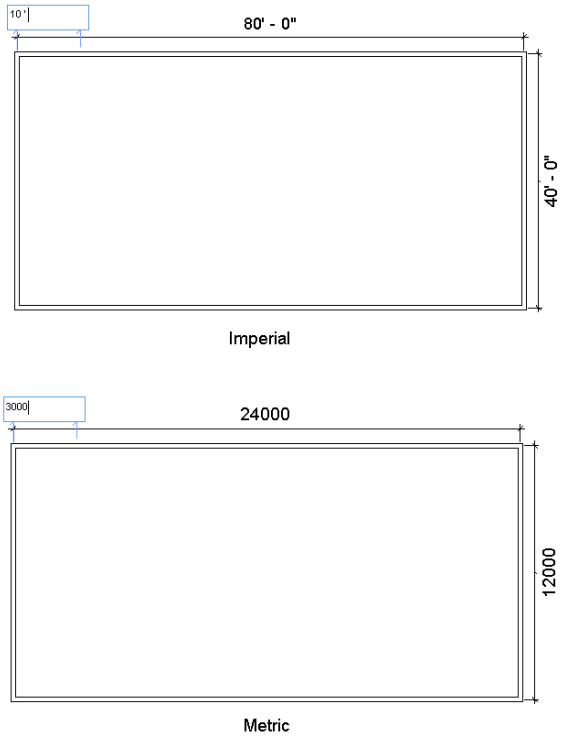

Figure 3-65 *Specifying the distance for starting the first interior wall segment*
1. Move the cursor near the top left end of the wall and then start moving the cursor horizontally toward the right. Enter **10'0"** for Imperial or **3000 mm** for Metric when the temporary dimensions and the intersection object snap appear, as shown in Figure 3-65. Now, press ENTER; the starting point of the first interior wall is specified.